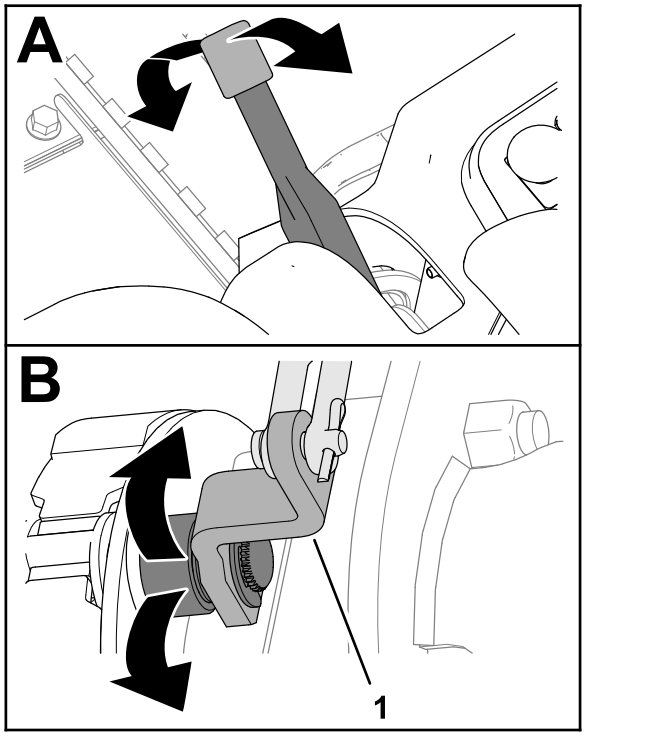

Figur 70
2. Flytt parkeringsbremsen opp og ned for å sjekke at spaken for bremskamspaken beveger seg fritt (Figur 70).